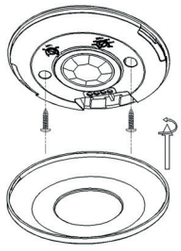

fig.1
- Gire la cubierta del dispositivo en sentido anti-horario para separarla del resto del dispositivo (fig.1).
- Vuelva a poner la cubierta y girarla en sentido horario para fijarla. (fig.1).